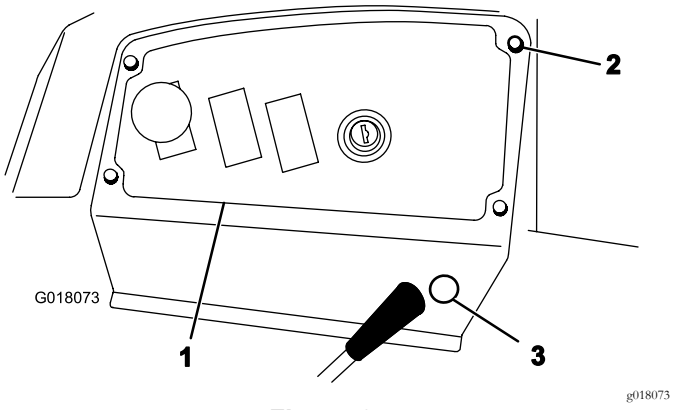

Figura 2
1. Rimuovete le 4 viti a testa zigrinata che fissano la piastra del pannello di controllo sulla macchina (Figura 2).
6. Rimuovete il tappo a spinta dal lato della piastra del pannello di controllo (Figura 2).